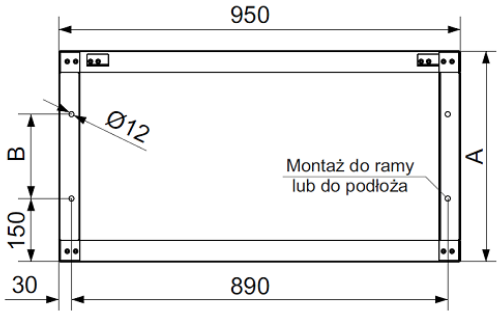
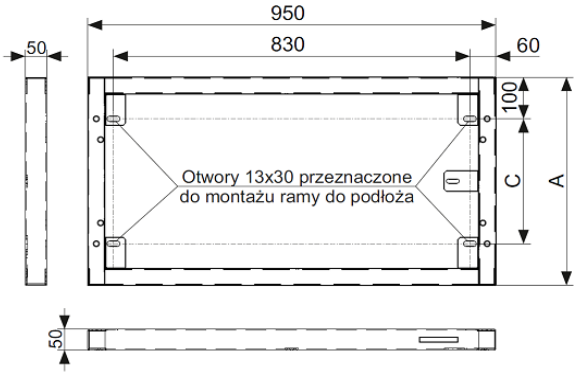

Rys. 12 Rozmieszczenie otworów do montażu rozdzielnicy do podłoża – wariant bez ramy.
Rys. 13 Rozmieszczenie otworów do montażu rozdzielnicy do podłoża – wariant z ramą.
- Wywiercić otwory w posadzce wg Rys. 12, Tabela 14, Rys. 13, Tabela 15;